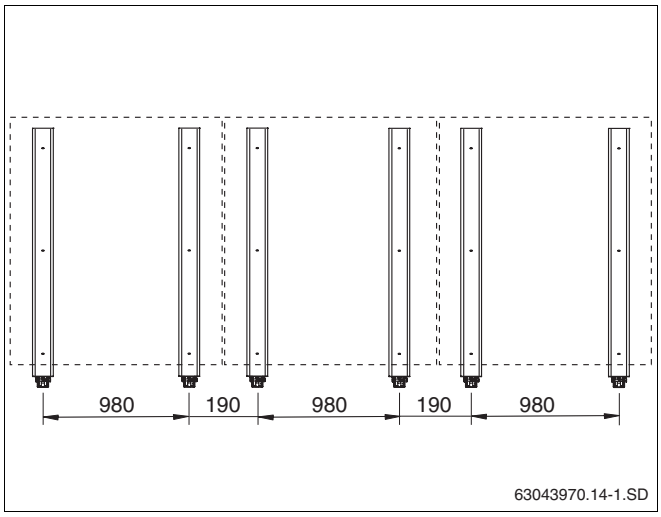

Abb. 25 Ausführung für maximale Lasten, 3 senkrechte Kollektoren
5.2.2 Ausführung für maximale Lasten (Zubehör, Abb. 25)